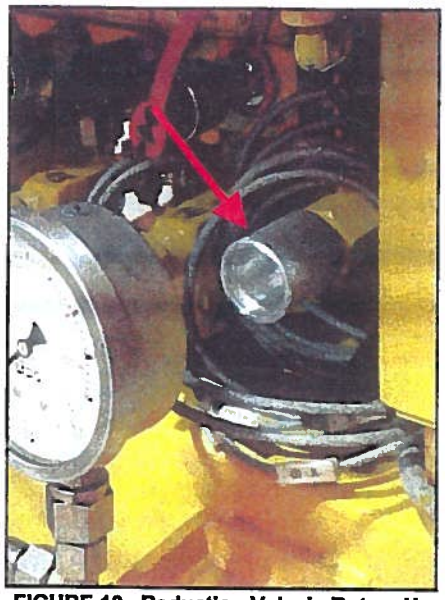

FIGURE 10. Reduction Valve's Rotary Head.
6.4 Continue to press the "SP" and "A" buttons and adjust the pressure by means of turning the reduction valve's rotary head (Fig 10) clockwise (Increase) or counter-clockwise (Decrease).